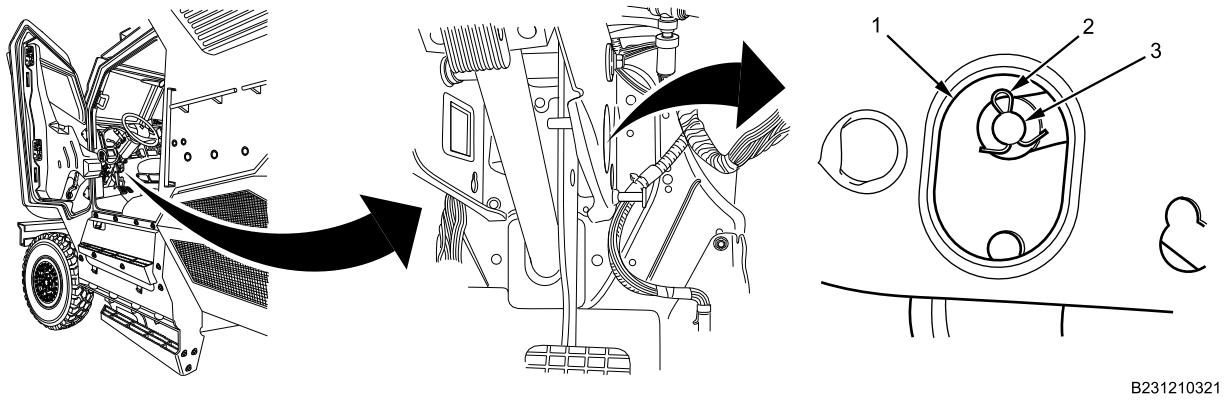

Figure 11. Brake Pedal Yoke Cotter Pin.
3. Install new brake pedal cotter pin (Figure 11, Item 2) on yoke pin (Figure 11, Item 3) through DCM right side access opening (Figure 11, Item 1). Bend ends of cotter pin around yoke pin.